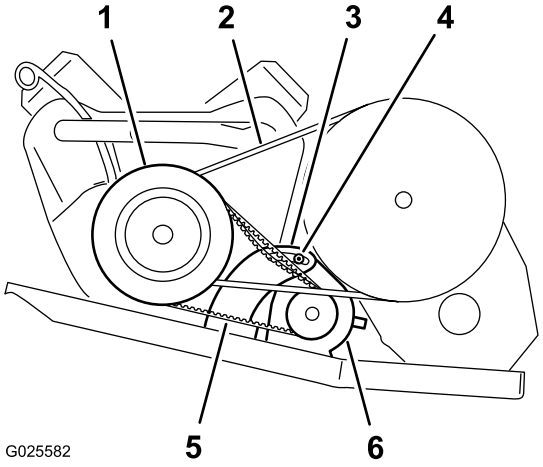

Figuur 73
2. Draai de ankerbout van de dynamo van de starter los (Figuur 73).
4. Duw de rolkoevoet naar beneden om de starter omlaag in de gleuf te draaien tot de riem niet meer dan 6 mm doorbuigt als u een kracht van 44 N uitoefent (Figuur 73).
5. Draai de ankerbout van de starter handmatig vast en verwijder de rolkoevoet (Figuur 73).